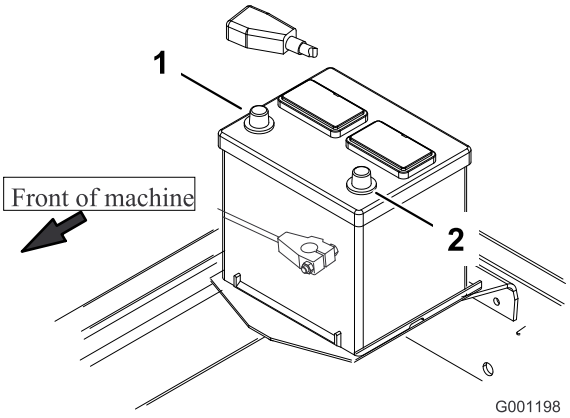

Figur 11
8. Monter først pluskablet (rødt) på pluspolen (+) og derefter minuskablet (sort) på minuspolen (-) på batteriet (Figur 11). Skyd gummikappen ind over pluspolen for at forhindre eventuel kortslutning.